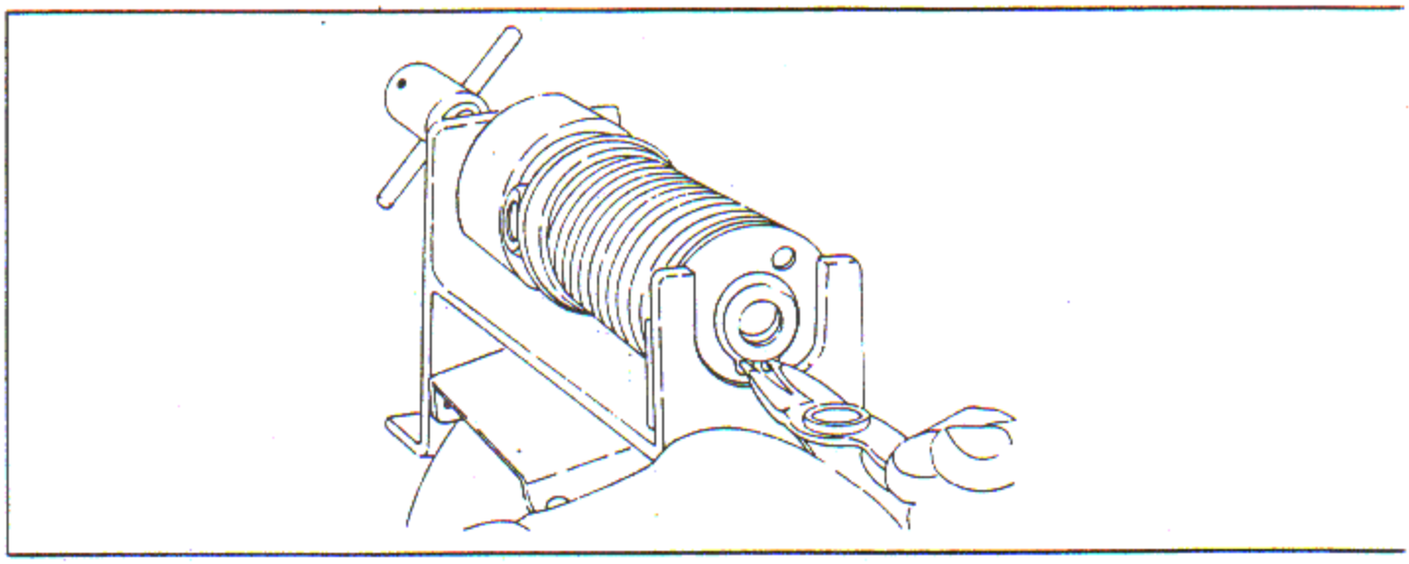

Figure 5-1. Removing Retaining Ring from Strainer Assembly
b. Compress the strainer elements and remove the retaining ring using pliers. See figure 5-1.